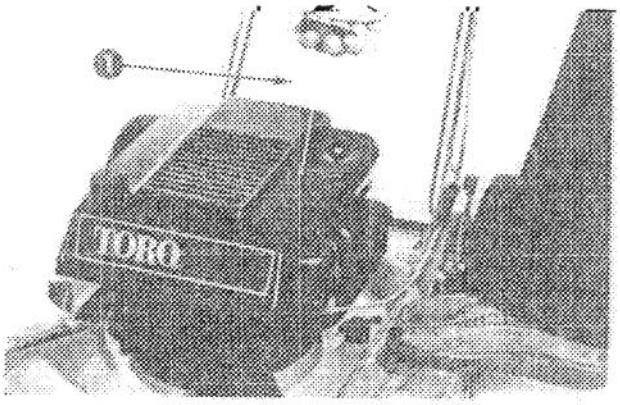

Figure 14
3. Place foot on step at left side of mower housing and keep other foot from beneath the housing. Pull fingertip starter up until positive engagement results (Fig. 14); then pull vigorously to start the engine.